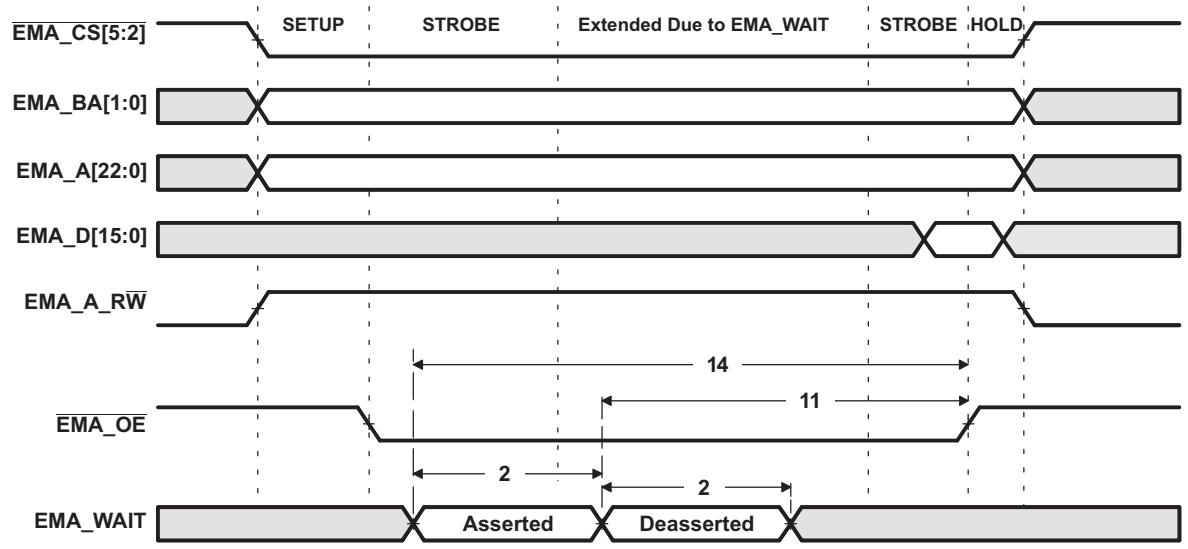
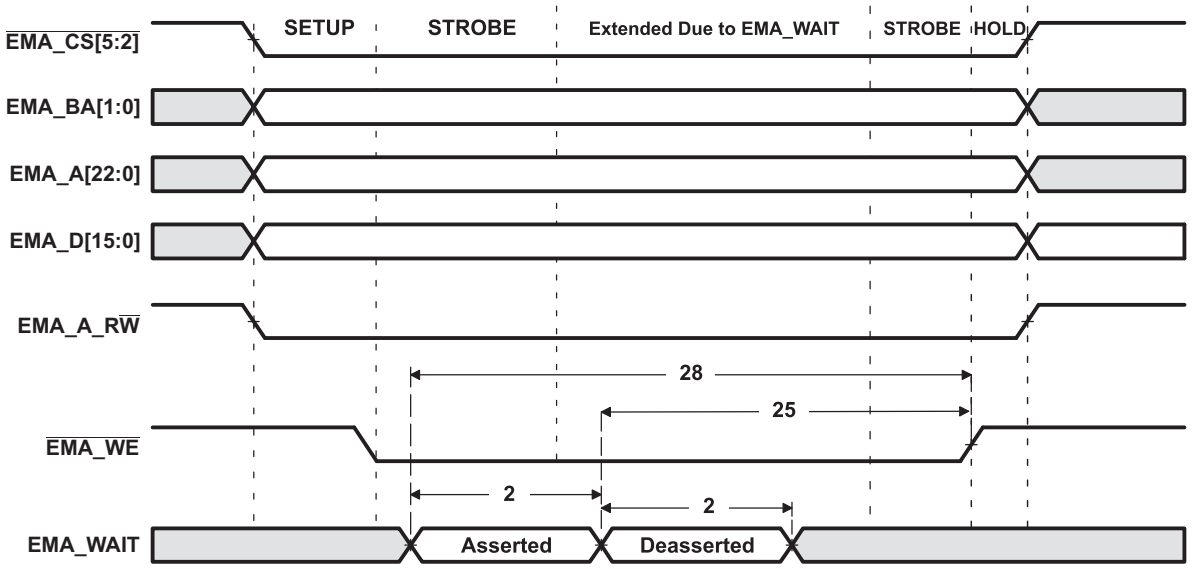

Figure 4-17. EMA_WAIT Read Timing Requirements
Figure 4-18. EMA_WAIT Write Timing Requirements
(1) E = EMA_CLK period or in ns. EMA_CLK is selected either as SYSCLK3 or the PLL0 output clock divided by 4.5. As an example, when SYSCLK3 is selected and set to 100MHz, E=10ns
(2) Setup before end of STROBE phase (if no extended wait states are inserted) by which EM_WAIT must be asserted to add extended wait states. Figure 4-17 and Figure 4-18 describe EMIF transactions that include extended wait states inserted during the STROBE phase. However, cycles inserted as part of this extended wait period should not be counted; the 4E requirement is to the start of where the HOLD phase would begin if there were no extended wait cycles.